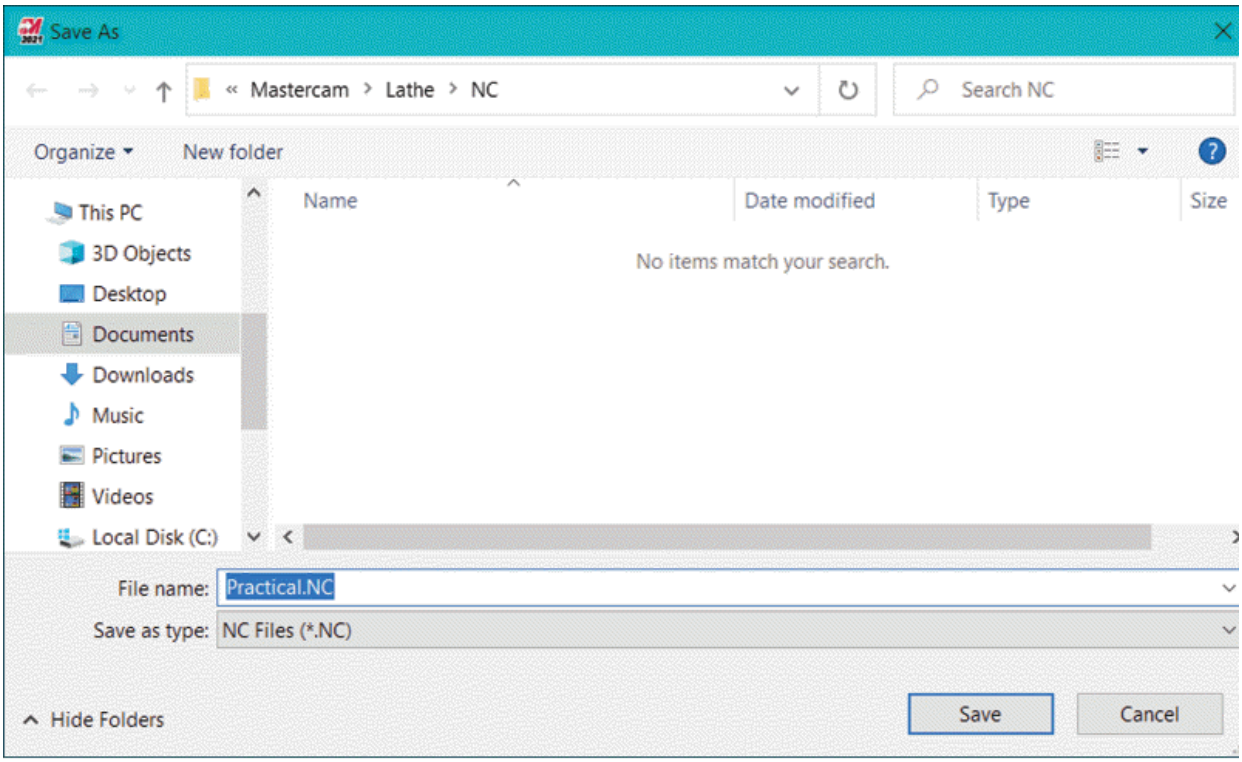

Figure-129. Save As dialog box
- Click on the **OK** button from the dialog box. Note that the post processor selected in Machine definition will be used to output G codes. The **Save As** dialog box will be displayed; refer to Figure-129.